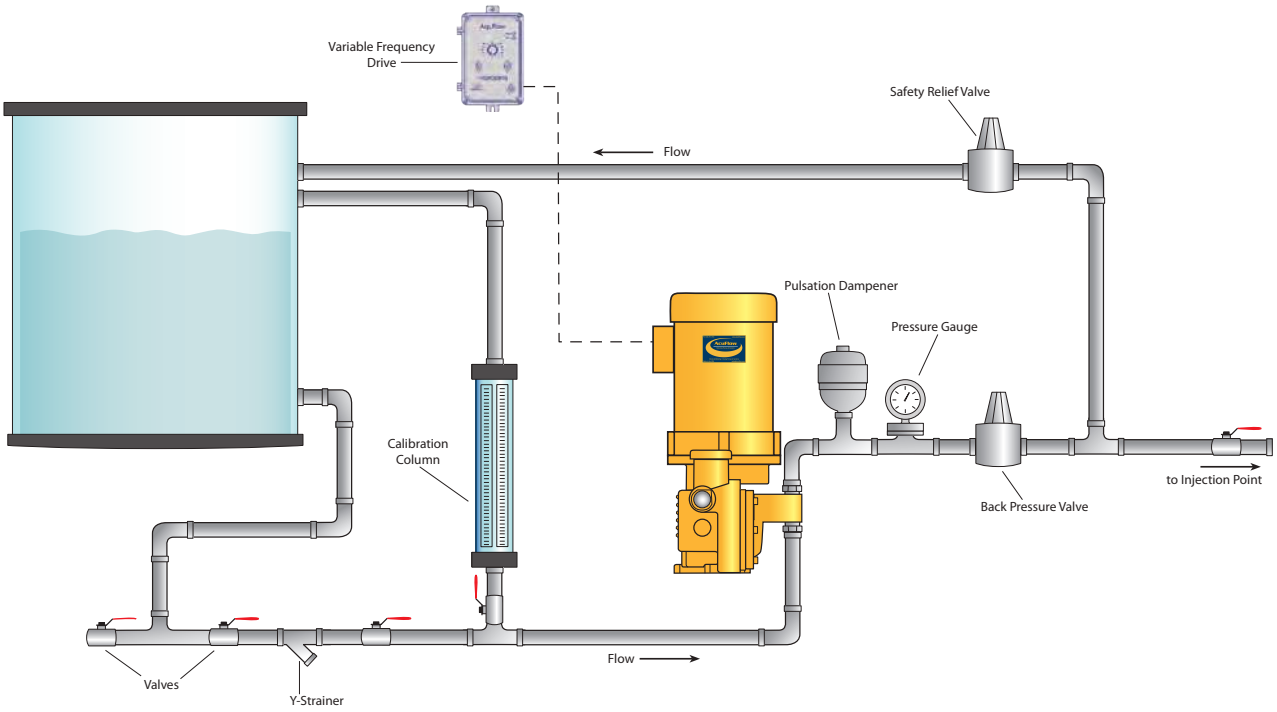

Figure 3. Typical Metering Pump Installation
6. Shut-off valves and unions installed in the suction and discharge pipelines will facilitate pump servicing. Please refer to Figure 3 for a typical installation.
Caution ***The internal relief valve is designed only to protect the pump and drive components in the event the piping system is restricted or blocked while the pump is in operation. If there are other sources of pressure or hydraulically isolated sections of piping in the system, an external safety relief valve must be installed in the pump discharge line as close to the pump as possible, and BEFORE any isolation valve. The safety relief valve should be piped back to the suction tank or safety drain as shown in Figure 3.***
2. Check to be certain that accessory components and fittings have been installed in the proper orientation and sequence as shown in Figure 3.
Pump calibration can be accomplished by measuring the decrease in liquid level pumped from a calibration column installed in the suction line as shown in Figure 3 on page 9. Follow the calibration instructions provided by the cylinder manufacturer. An alternate method of calibration for non-hazardous applications is to collect and measure the fluid metered from the pump discharge port into a graduated cylinder or tank.